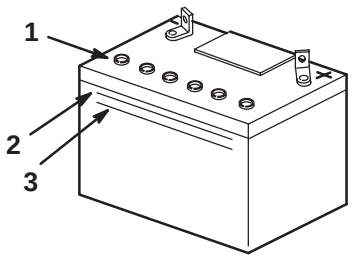

Figure 16
2. Look at the side of the battery. The electrolyte must be up to the Upper line (Fig. 16). Do not allow the electrolyte to fall below the Lower line (Fig. 16).
3. Remove the vent caps from the battery (Fig. 16).
4. Slowly pour distilled water into each battery cell until the electrolyte level is up to the Upper line (Fig. 16) on the battery case.
5. Wait five to ten minutes after filling the battery cells. Add distilled water, if necessary, until the electrolyte level is up to the Upper line (Fig. 16) on the battery case.